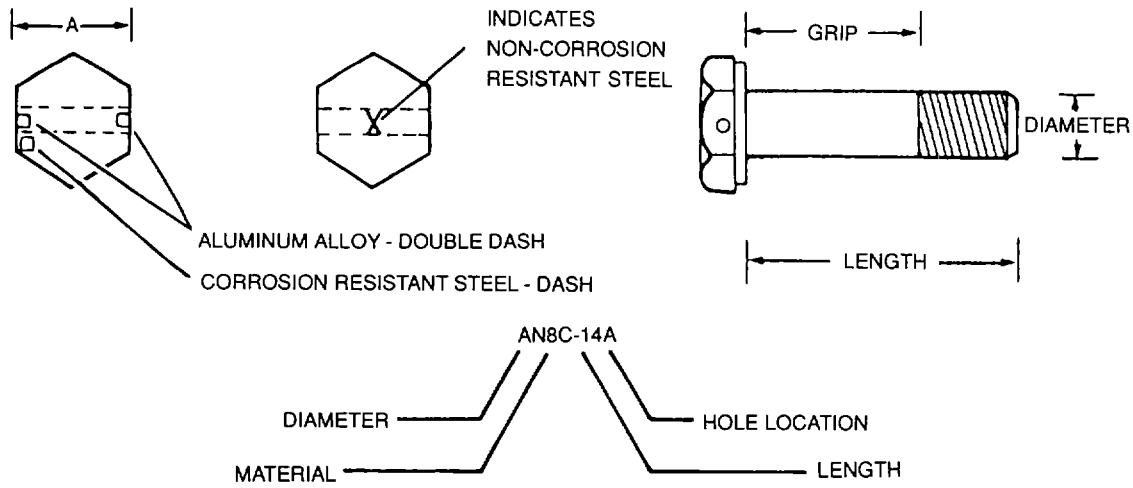
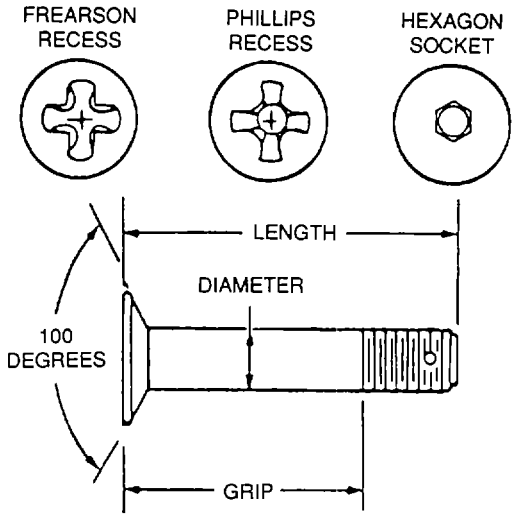

Figure 2-2. Hexagon Head Bolt Identification
Figure 2-4. Countersunk Close Tolerance Bolt
(2) *AN bolt part number*. The AN bolt code designation indicates type of bolt, diameter, material, overall length, and if the head or shank is drilled. See figure 2-2 and refer to tables 2-2 through 2-5.
g. Close Tolerance Bolts. Close tolerance, hexagon-head, and 100-degree countersunk bolts are used in aircraft fabrication where bolted joints are subject to severe load reversals and vibration The bolt shanks are made to close tolerance, permitting a very close fit with the use of reamers. Use such bolts to eliminate lost motion in control systems, etc. Hexagon head bolts are shown in figure 2-2,100-degree countersunk bolts are shown in figure 2-4. Use an internal hexagonal, Phillips or Frearson recess-type wrench for turning counter-sunk head bolts.